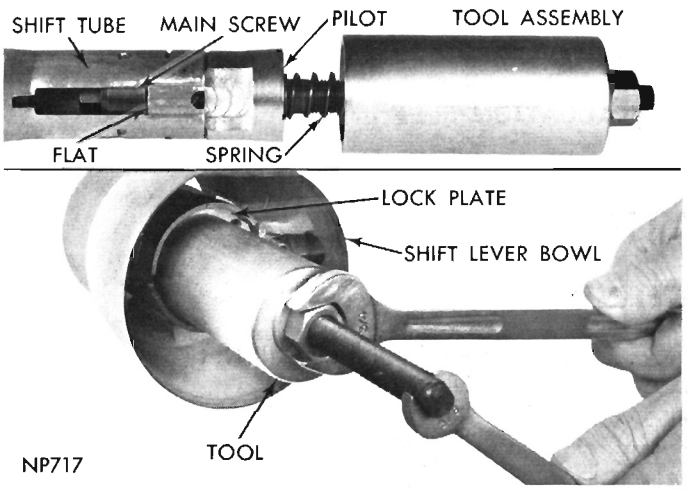

Fig. 16—Installing Gearshift Tube
(3) Push shift tube into bowl with hand pressure. Insert lower end of main screw, Tool C-4046 through lock plate and down below the "flat" in gearshift tube (Fig. 16). Rotate main screw about 1/2 turn so "flat" on main screw is not aligned with "flat" in the tube. While holding screw portion of tool, turn the nut clockwise to draw shift tube through the wave washer and lock plate. **Do not hammer on shift tube to install.**